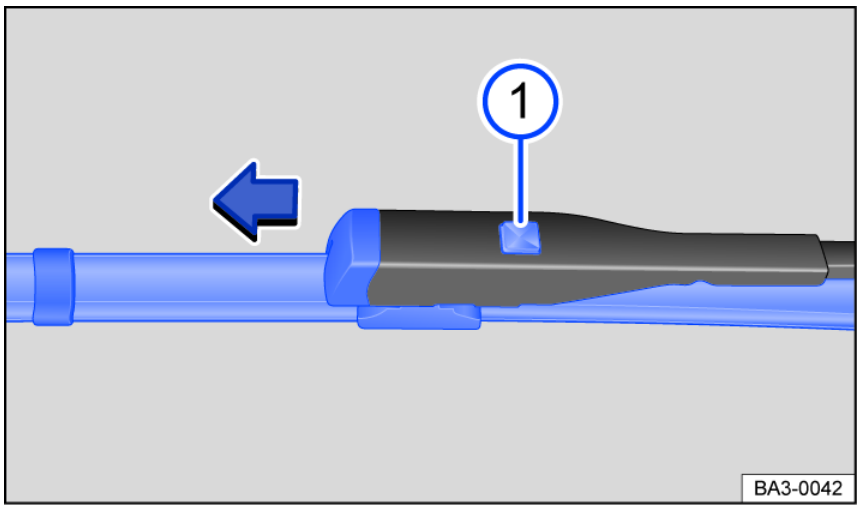

Fig. 126 Changing the windshield wiper blades.
3. Press and hold the release button and remove the wiper blade at the same time in the direction of the arrow *fig. 126* (1).